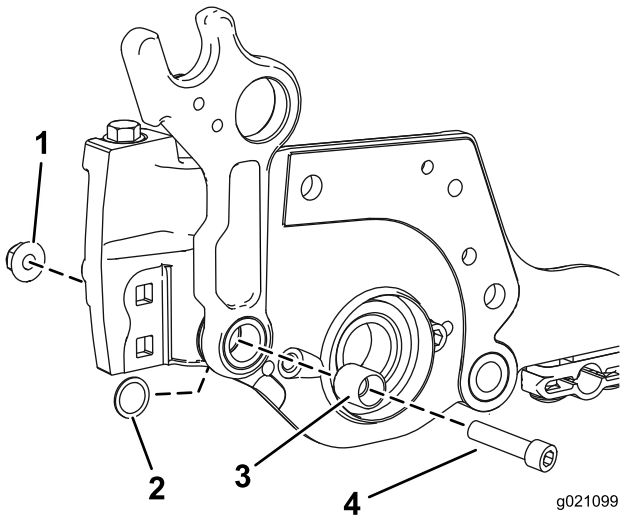

Figura 5
5. Instale un perno (3/8-16 x 1-1/4 pulgada) y un espaciador nuevo y sujételos usando la tuerca suministrado en el kit (Figura 5).
Nota: Asegúrese de que la arandela plana está entre el bastidor y la chapa lateral, y que la arandela plana está colocada alrededor del espaciador, según se muestra en Figura 5.